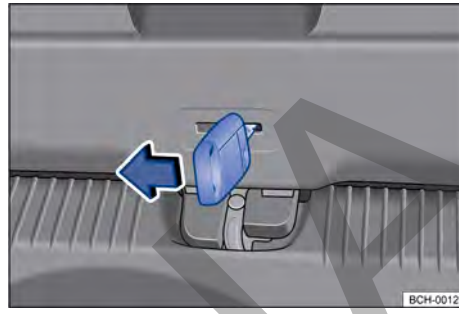

Fig. 58 En el maletero: desbloquear la tapa trasera.
– Introducir la paleta de la llave en la apertura del portón trasero → fig. 58 y mover la palanca de desbloqueo en la dirección de la flecha. ◁